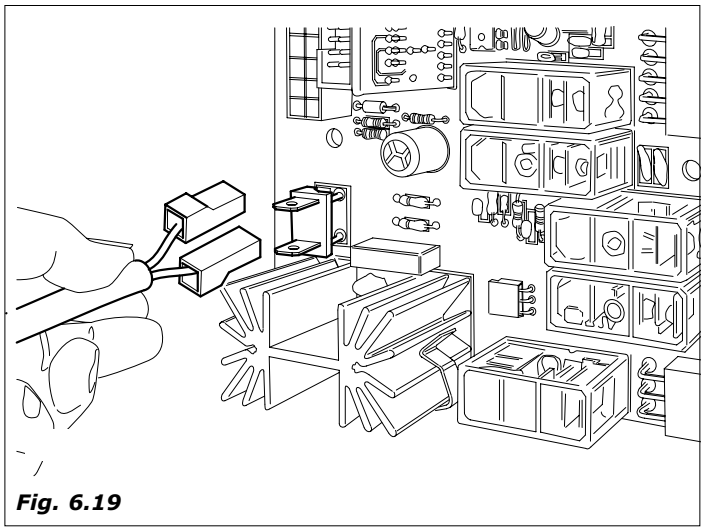

Fig. 6.19
– efetuadas estas operações, ligar o conetor resistencia à ficha de potencia e esperar mais ou menos dez minutos até que se alcancem as temperaturas de exercicio (*Fig. 6.19)*